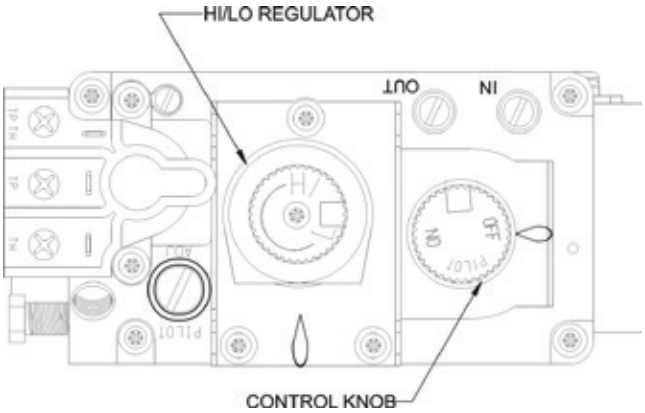

**Figure 29**
***NOTICE*:** The gas control valve allows you to increase or decrease the height of the main burner flame. The control valve has a pressure regulator with a knob as shown in **Figure 29**. Rotate the knob clockwise to “HI” to increase the flame height and counterclockwise to “LO” to decrease the flame height.